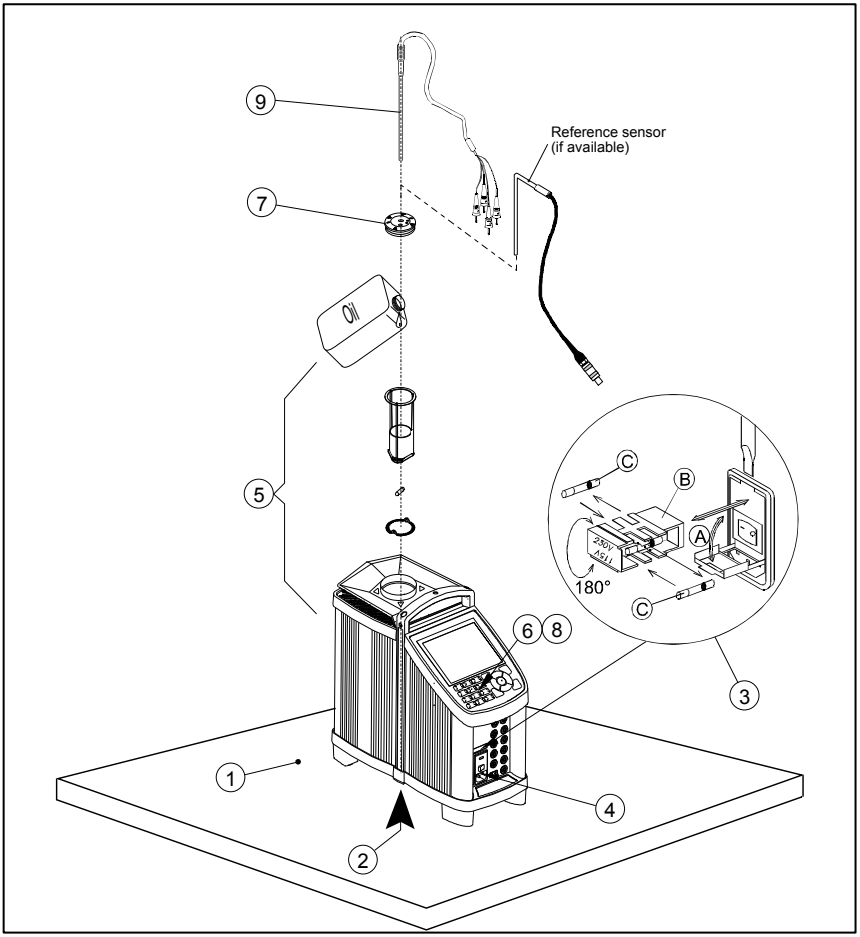

Fig. 4
③ Check the voltage of the power control switch (on/off switch (230V/115V)). If the voltage of the power control switch differs from the line voltage, you must adjust the setting of the power control switch as follows (see fig. 4):
④ Check that the earth connection for the instrument is present and attach the cable.
⑤ Place the parts from the liquid bath kit in the well in the following order: